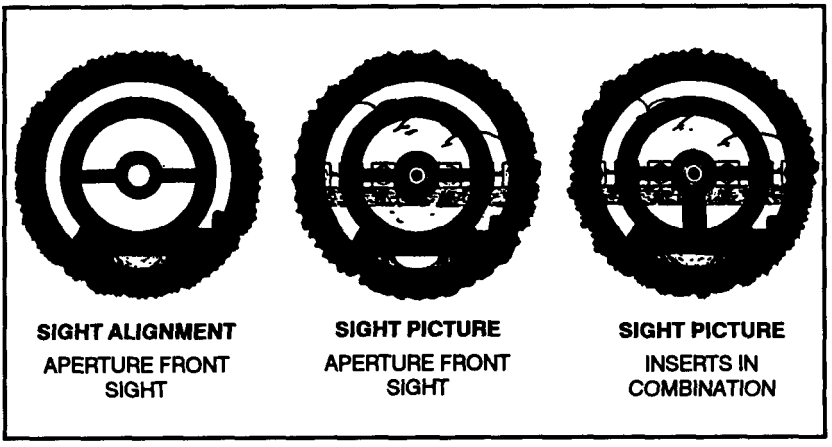

Figure 2-23. Aperture Insert.
(2) The aperture insert may be either skeleton or translucent plastic (Figure 2-23, page 2-30). The skeleton aperture is the most widely used. The translucent plastic aperture is preferred by some shooters and is available in clear plastic. Both apertures are available in various sizes. A common error is selecting an aperture that is too small. Select an aperture that appears to be at least twice the diameter of the bull's-eye. An aperture selected under one light condition may, under a different light, form a halo around the bull or make the bull appear indistinct or oblong. The aperture selected should reveal a wide line of white around the bull and allow the bull to standout in clear definition against this background.